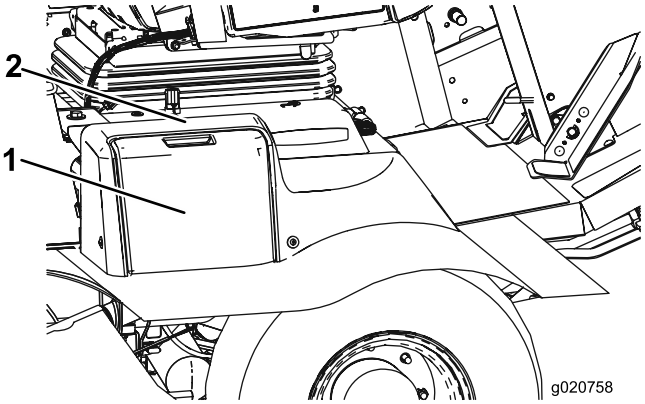

Figur 53
1. Öppna batterikåpan (Figur 53) på sidan av höljet.
Obs: Tryck ned den plana ytan ovanför batterikåpan för att göra det enklare att ta bort kåpan (Figur 53).